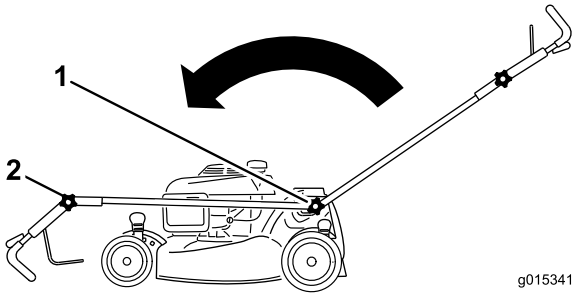

Bild 40
1. Lösen Sie beide Bügelhandräder, mit denen der Bügel am Chassis befestigt ist, bis Sie den Bügel frei bewegen können (Bild 40).
2. Schieben Sie den Bügel nach vorne, siehe Bild 40.
3. Lösen Sie das obere Bügelhandrad und klappen Sie den oberen Bügel zusammen, wie in Bild 40 dargestellt.